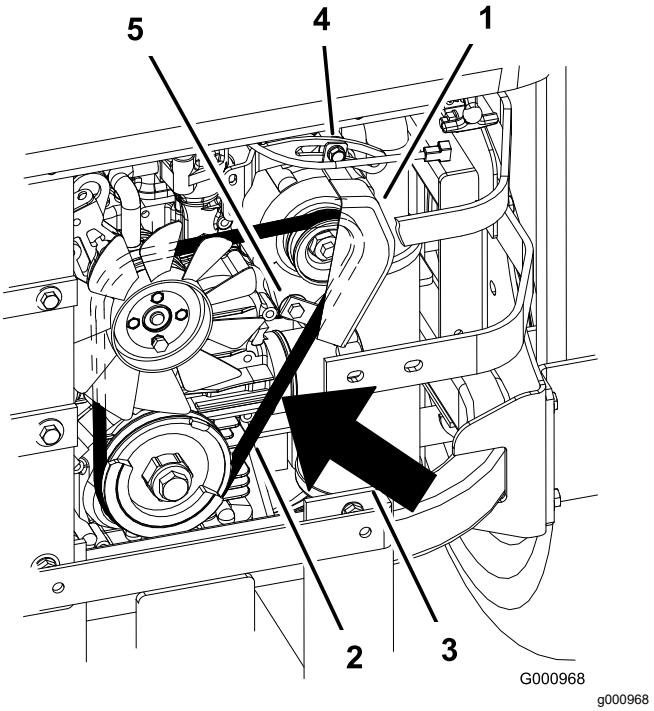

Figuur 90
2. Beweeg de wisselstroomdynamo naar buiten totdat de riem tussen de motor en de poelies van de wisselstroomdynamo een speling van 7 tot 9 mm heeft als deze wordt ingedrukt met een kracht van 10 kg (Figuur 90).
5. Als de speling correct is, draait u de onderste en bovenste bout vast (Figuur 90).